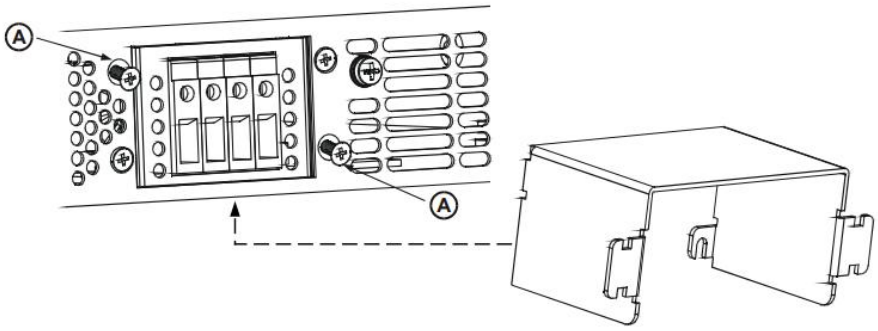

图 3.11 输出保护罩
- 将保护罩安装到机箱上并用如下标识为“A”的螺钉将其固定住，如图 3.11 所示。